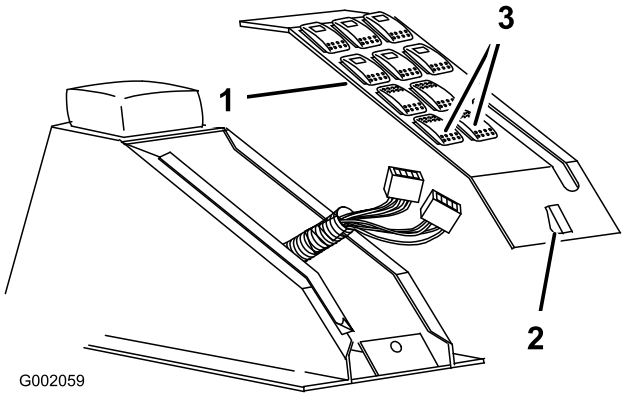

Figur 26
2. Frigør låsen, og fjern kontaktpanelet fra centerkonsollen (Figur 26).